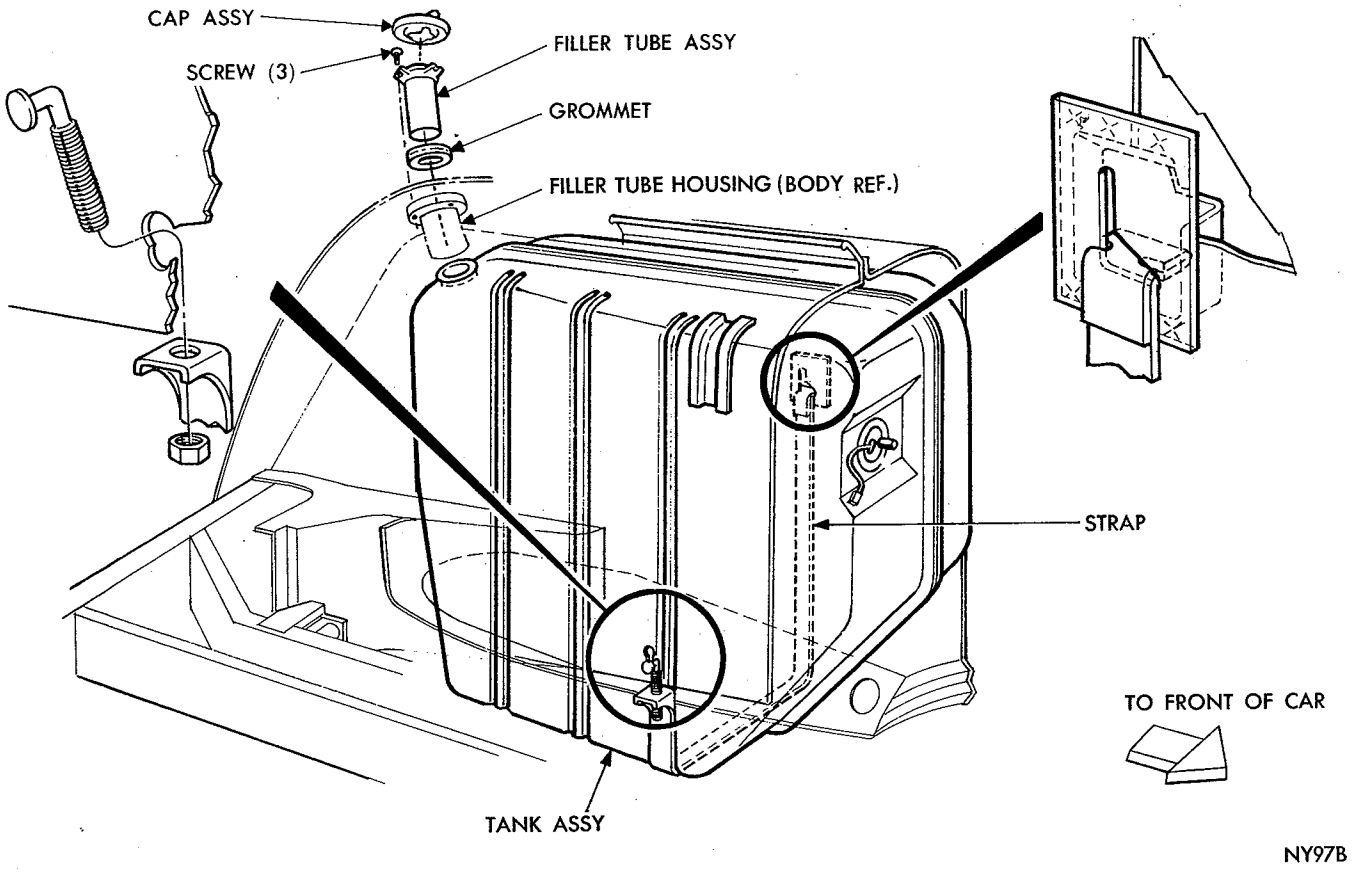

*Fig. 6—Fuel Tank Mounting (121" W/B Cars)*
Should it become necessary to remove the station wagon fuel tank for repair, or the installation of a new tank, refer to (Fig. 6), then proceed as follows:
(1) Drain tank into safety can, then disconnect fuel line and lead to the gauge unit under the rear fender, behind wheel house.
(2) Remove screws that attach stone shield to lower edge of wheel house at rear. Remove the shield.
(3) Remove button plug at the rear of wheel house (in front of gauge unit).
(4) Raise vehicle on a frame type hoist to allow rear axle to fall away from body. Disconnect the left shock absorber.
(5) Disconnect rear hangers on both springs and swing the axle forward, using a suitable support.
(6) Remove bolt and washer that attaches tank hold down strap to the lower support.
(7) Remove filler cap and the filler tube sleeve attaching screws. Using a suitable tool, or Tool C-3584, pull out filler tube. (In some cases, it will be necessary to lubricate rubber grommet to remove filler tube. Squirt light engine oil (SAE 10) down the side of filler tube. Work filler tube back and forth to work the oil between filler tube and grommet.) Slide sleeve out of body opening. Remove gasket from sleeve.
(8) Slide tank down and out from under quarter panel. Reach up under the quarter panel and disengage hold down strap from bracket. If strap is to be replaced, refer to (Fig. 6).
(9) Loosen tank gauge unit, using a spanner wrench Tool C-3582. Slide unit up and out of tank.
To install the fuel tank, refer to (Fig. 6), then proceed as follows:
(1) Position fuel tank gauge unit in tank, using a new gasket. Tighten securely using Tool C-3582.
(2) Slide hold down strap up under quarter panel, inserting end of strap into slot. Allow strap to hang.
(3) Install a new grommet in neck of tank. Refer to (Fig. 6).
(4) Slide tank up under quarter panel with gauge unit facing front of vehicle. Push tank up into position, with locator embossments on body aligned with those on tank. Make sure filler neck is aligned with opening in top of quarter panel. Attach with strap and bolt. Do not tighten.
(5) Place a new gasket over filler tube and down against flange. Insert filler tube down into neck of tank. Be sure anchor tab on tube is aligned with a screw hole. Install screws and tighten securely.
(6) Tighten tank hold down strap bolt securely.
(7) Install stone shield. Connect fuel line and lead to gauge unit. Reinstall the button plugs. Refill the tank and check for leaks.
(8) Swing rear axle rearward and connect the rear hangers on both springs.
(9) Connect the left rear shock absorber.